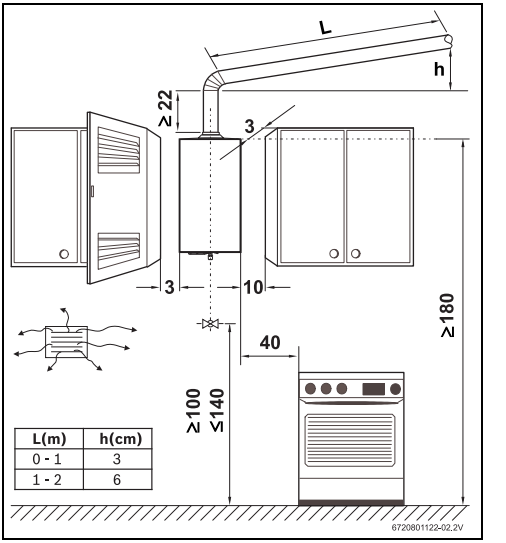

Rys. 12 Odstępy minimalne
- Przestrzegać wymiarów minimalnych podanych na rys. 12.